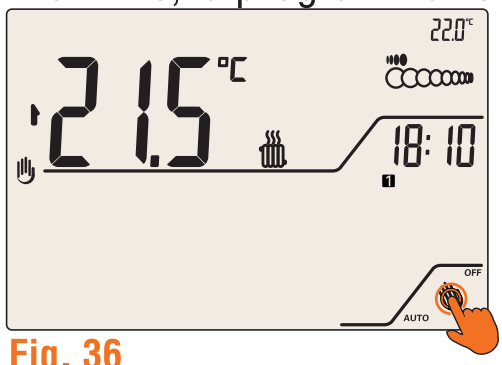
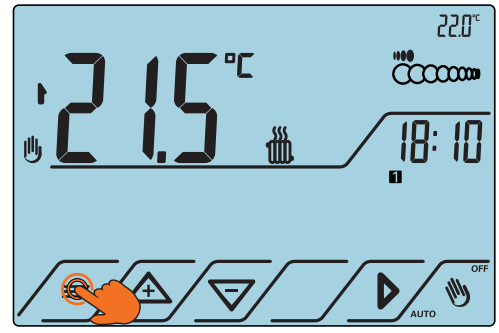

Fig. 36
Fig. 37
1. Attivare il cronotermostato premendo il tasto AUTO OFF (Fig.36). Il display si illuminerà, mostrando le icone dei comandi touch (Fig.37).
2. Premere il tasto ≡ per accedere al menu (Fig.37).